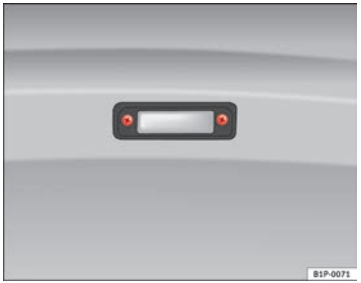

Fig. 192 Number plate light
– Unscrew the screws to remove the bulb ⇒ Fig. 192.